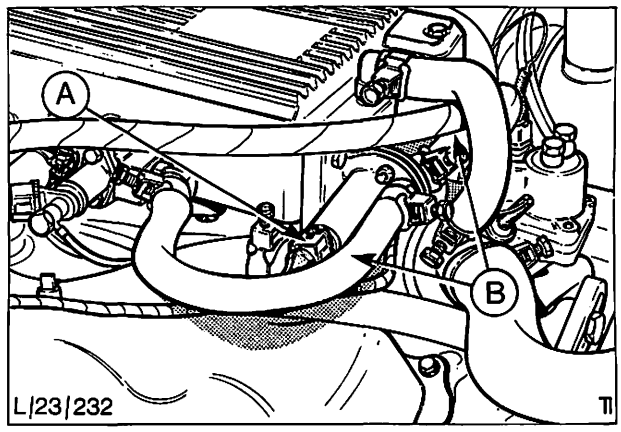

Abb. 84 Zusatzluftschieber
3. Stecker am Zusatzluftschieber abziehen und beide Luftschläuche abbauen, Abb. 84.